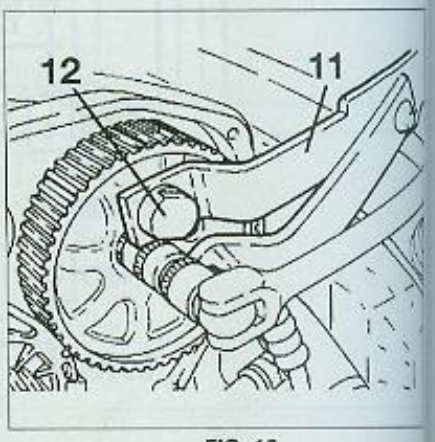

FIG. 12
- [11]. Outil de maintien de pignon d'arbre à cames (ref. 1870815000) **(Fig.12)**.
- [12]. Ergot de maintien (ref. 1870836000) **(Fig.12)**.
• A l'aide des outils [11] et [12], maintenir le pignon d'arbre à cames puis desserrer sa vis de fixation **(Fig.12)**.
• À l'aide d'un tournevis, pousser sur le bras du tendeur afin d'amener le repère mobile (1) en position de tension maximum.
• Serrer l'écrou de fixation (3) du galet tendeur.
• A l'aide des outils [11] et [12], maintenir le pignon d'arbre à cames puis serrer sa vis de fixation **(Fig.12)**.
• À l'aide d'un tournevis, pousser sur le bras du tendeur afin d'amener le repère mobile (1) du galet tendeur face au repère fixe (2).
• A l'aide des outils [11] et [12], maintenir le pignon d'arbre à cames puis serrer sa vis de fixation (**Fig.12**).